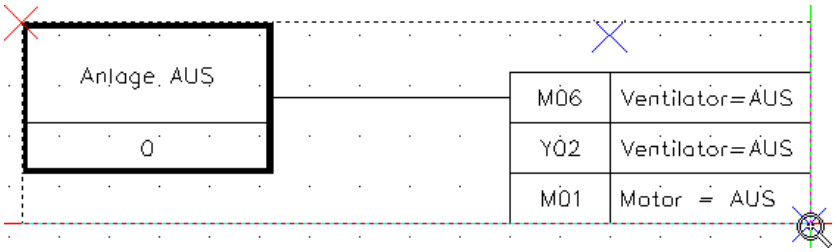

Bild 25.40 – Auswahl des Ausschnitts für die Vorschau (Dia)
- Als nächstes wird der Rahmen des Dia-Bildes für die Blockverwaltung abgefragt. Wählen Sie dieses Zugfenster so eng wie möglich, um maximale Bildinformation zu erlangen (Abb. 25.40).